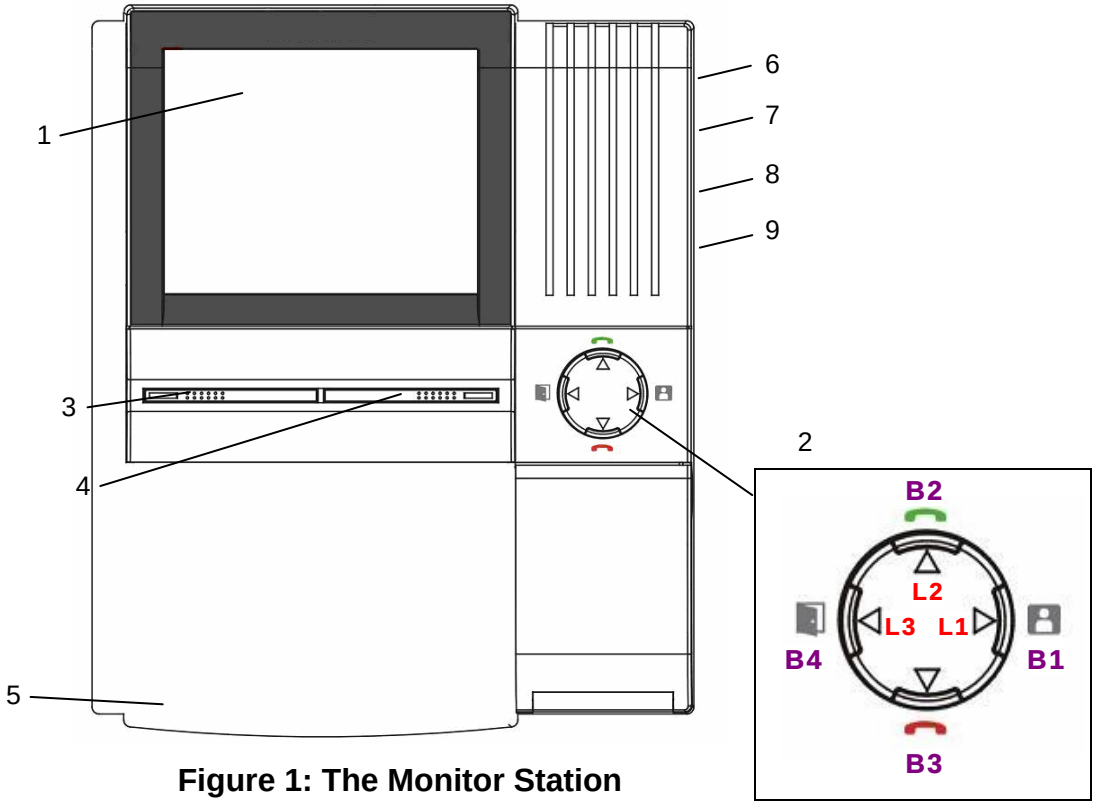

Figure 1: The Monitor Station
2 Function button for Monitor/ Intercom/ Door Open and Cut off, see *Figure 1*, and refer to the chart on the next page for further descriptions.
(1) Press and hold the “Speakerphone (button #4) and Monitor- button **B1** per Figure 1 diagram” buttons at the same time while plugging in the power supply.
(2) The additional Door Camera will enable when the monitor produces a “Ding Dong” sound. Wait for 1.5 ~ 3 seconds for this “Ding Dong” sound.